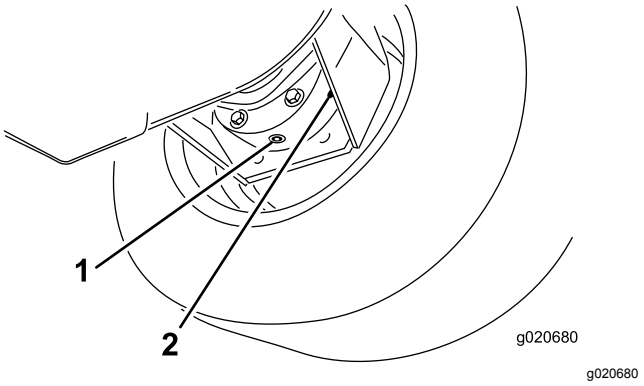

Figur 89
3. Placera ett kärl under bromshuset, ta bort pluggen och låt oljan rinna ned i kärlet (Figur 89).